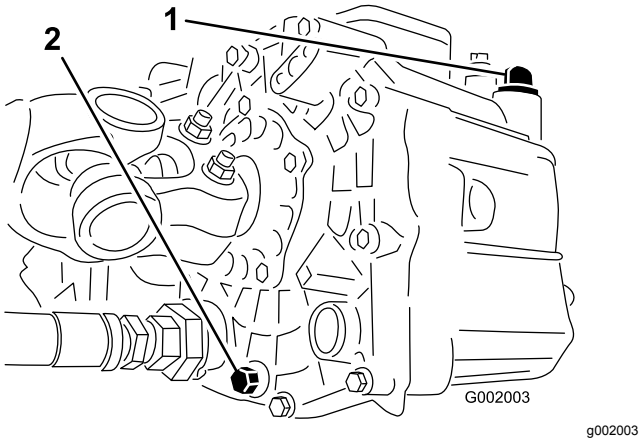

Rysunek 55
3. Odkręć korek spustowy z boku zbiornika i spuść olej hydrauliczny do miski drenażowej (Rysunek 55).